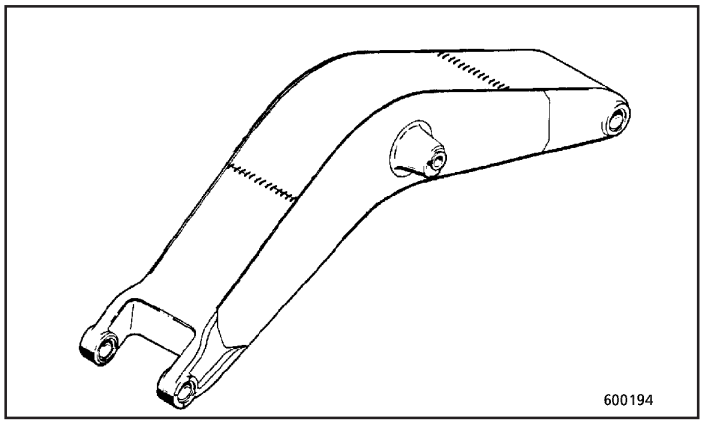

Fig.93
4. Solde a nova chapa de base superior (Fig. 93). Aumente a espessura da chapa entre 5 e 10 mm.